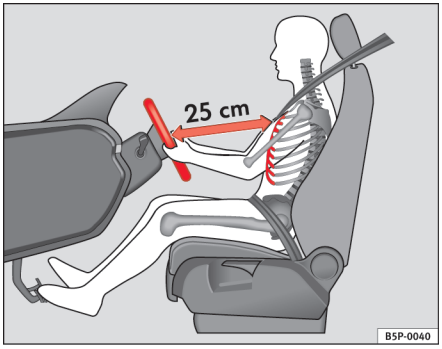

Fig. 116 Sådan sidder føreren korrekt.
– Indstil rattet, så du får den ønskede indstilling ⇒ fig. 116.
- **Indstil førersædet eller rattet, så afstanden mellem rattet og din brystkasse er mindst 25 cm ⇒ side 150, fig. 116. Hvis du ikke overholder minimumsafstanden, kan airbagsystemet ikke beskytte dig – livsfare!**